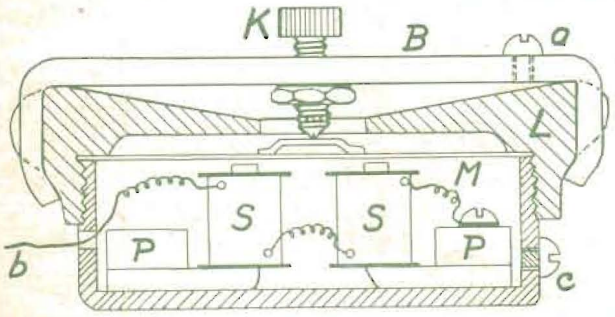

*Fig. 1. Summern i genomskärning. P permanent magnet (stålmagnet), S magnetspolar, M membran, L lock (mussla), B mässingsbygel, K ställskruv.*
*Fig. 2. Kopplingsschema för summer. C är en blockkondensator på 1 à 2 mfd. »Summertonen» uttages från klämmorna till vänster. Summern drives med ett batteri på 4 eller 4,5 volt. Beteckningarna för övrigt äro samma som i fig. 1.*
Vill man på galvanisk väg försilvra ett föremål, måste man först bereda en lämplig försilvringsvätska, och en sådan kan man erhålla genom att lösa några gram cyansilver i en liter destillerat vatten. Lösningen hälles i en större glasburk — helst en sådan, som användes för akvarier — och över burken läggas tvenne kopparstavar, vilka förbindas med var sin pol på en elektrisk strömkälla, såsom fig. 1 visar.
*Fig. 1. Galvanisk försilvringsapparat, bestående av en ackumulator A och en större glasburk E. Anoden a utgöres av en silverplåt och katoden av det föremål (b), som skall försilvras.*